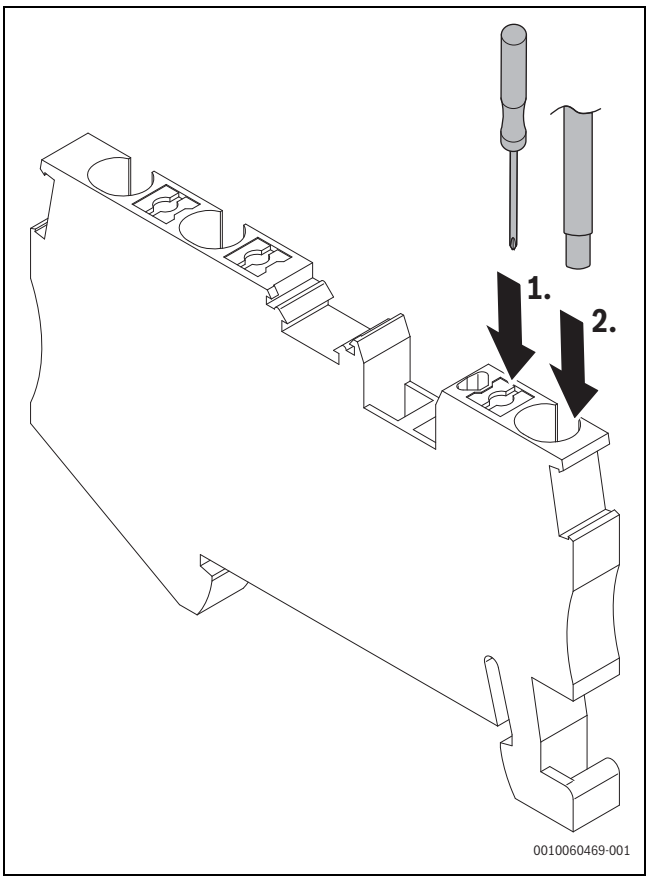

Bild 35 Netzkabelanschluss
- Kabel wie in →Bild 35 gezeigt anschließen.